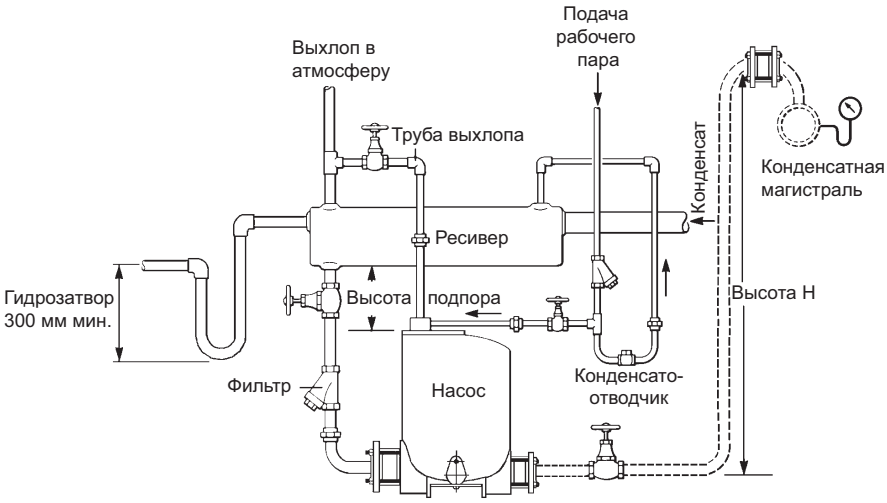

Рис. 2
1. Установите насос под дренируемым оборудованием, направив соединение выхлопа вверх. Насос должен быть установлен с рекомендуемой высотой подпора 300 мм (вертикальное расстояние между срезом крышки насоса и дном ресивера), как показано на Рис. 2. Для определения другой высоты подпора необходимо сверится с таблицей производительности насоса, так как при снижении высоты подпора, производительность насоса уменьшается см. TI-5-030-US.
или ресивера, как на Рис. 2. Для точного определения размера ресивера/резервуара используйте таблицу "Размеры ресиверов" на стр. 6. Все соединения входной линии должны быть полностью открыты.
Если конденсатопровод проложен на большой высоте, то в верхней точке трубы, идущей от насоса с общему конденсатопроводу, должен быть установлен дополнительный обратный клапан. Это предотвратит обратный ход воды во время заполнения насоса и, соответственно, гидроудары, которые могут быть результатом такого хода. См. рис. 2.